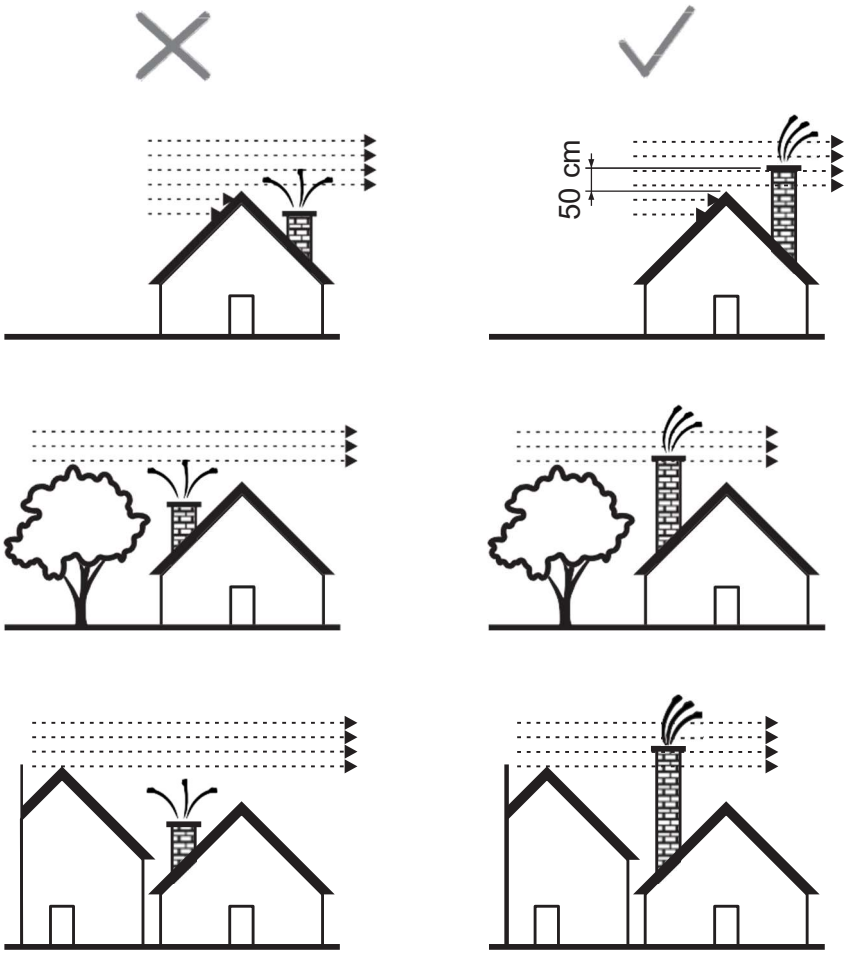

Figure 2
- the flue must be at least 0.5 m higher than the roof and to exceed the height of facilities/obstacles that are in its vicinity (neighbouring house, a tree...) (Figure 2).